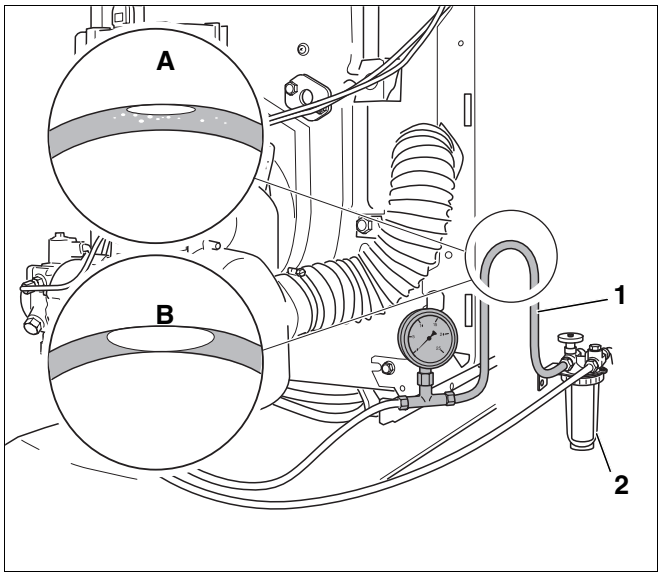

Rys. 49 Sprawdzenie szczelności przewodu ssącego
- Przezroczysty wąż należy zamontować (rys. 49, **poz. 1**) na przewodzie ssącym za filtrem oleju (rys. 49, **poz. 2**).
- Podwiesić pętlę przezroczystego węża w pokazany sposób (rys. 49).
- Sprawdzić optycznie ilość gromadzącego się powietrza (rys. 49, **powiększenie A** i **B**).
Jeżeli w najwyższej części pętli (rys. 49, **powiększenie A**) zbierze się tylko niewielka ilość powietrza, oznacza to, że przewód olejowy jest wystarczająco szczelny.
Jeżeli pęcherze powietrza są większe (rys. 49, **powiększenie B**), oznacza to, że przewód ssący i/lub przyłącza są nieszczelne.